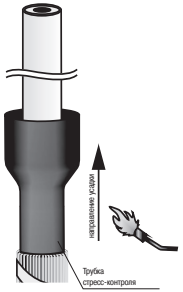

Рисунок 7
4.12 Надеть на каждую жилу трубку стресс-контроля до упора в отогнутые проволоки медного экрана. Усадить трубку с помощью горелки, начиная от проволочного экрана и далее по направлению к концу жилы (рисунок 7).